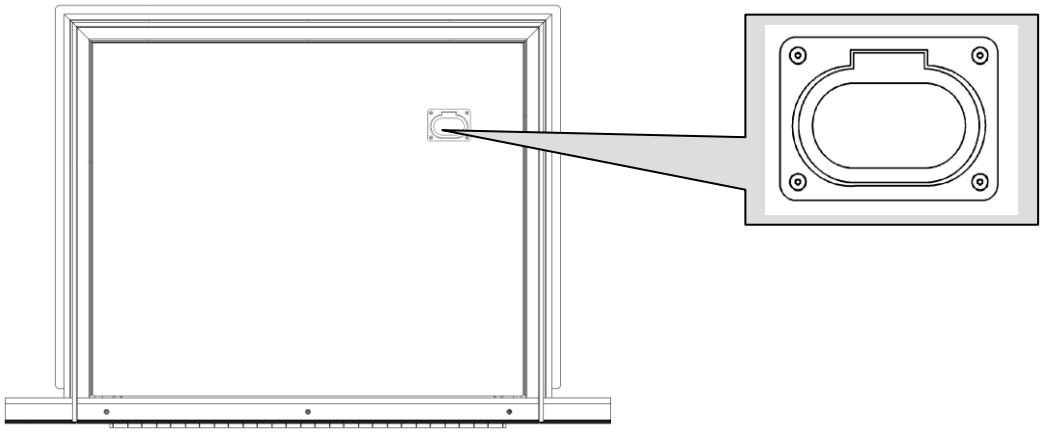

Rys. 3 Uchwyt mały – służący do ręcznego otwierania rampy
3. Uchwytem małym (opcja), który zamocowany jest na rampie (Rys.3)